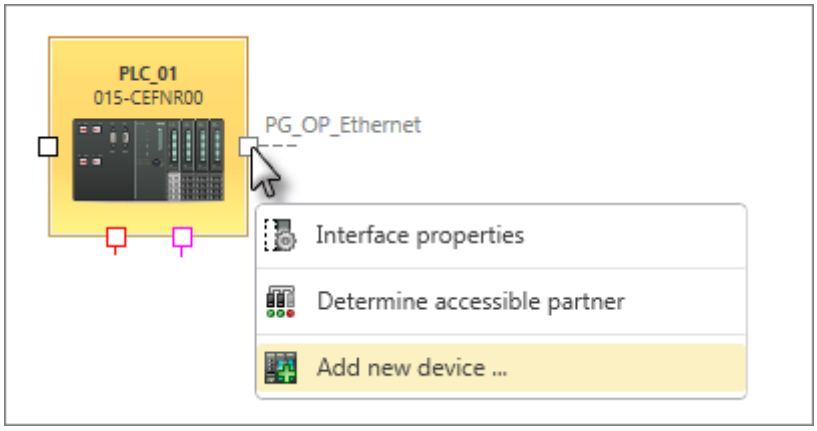

Fig. 60: Add HMI device on the connecting line
- **Editor "Devices and networking ":** Right-click with the mouse button on the connecting line "PG_OP_Ethernet" and select *'Add new device'*. Fig. 60